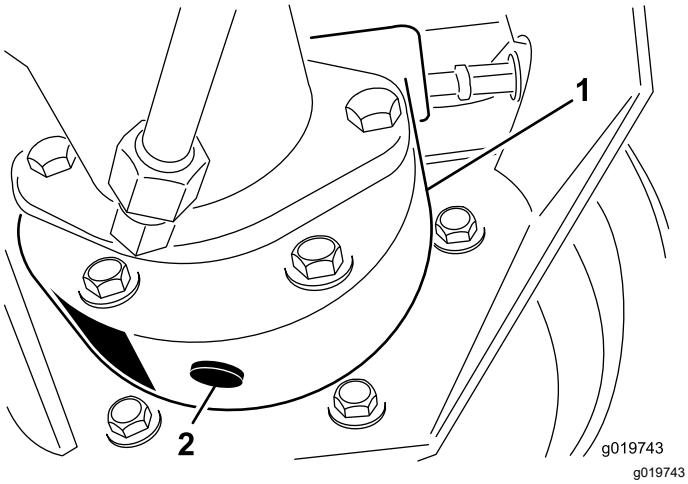

Figuur 67
3. Plaats een opvangbak onder de remkast, verwijder de aftapplug en laat de olie in de bak lopen (Figuur 67).